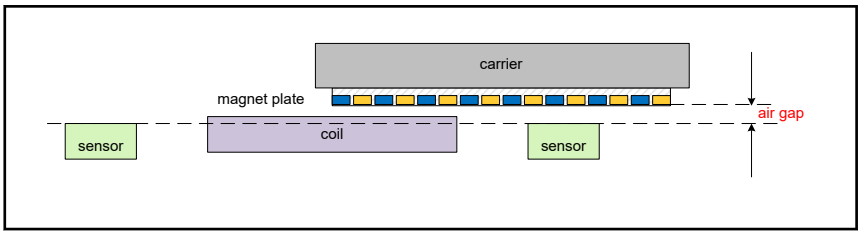

Fig. 4-7: Air gap between sensor and magnet plate
- The maximum sensor signal output is obtained with an air gap between the sensor and the magnet plate of 6.5 mm ±0.5 mm, see fig. 4-7 "Air gap between sensor and magnet plate" on page 32. The exact distance for maximum sensor signal output depends on the sensor and the magnet plate (variations in magnetic field strength). Therefore, for the exact optimized sensor signal output, fine tuning of the air gap is required. By optimizing the air gap, the position resolution is optimized. For applications in which the position resolution is not critical, the